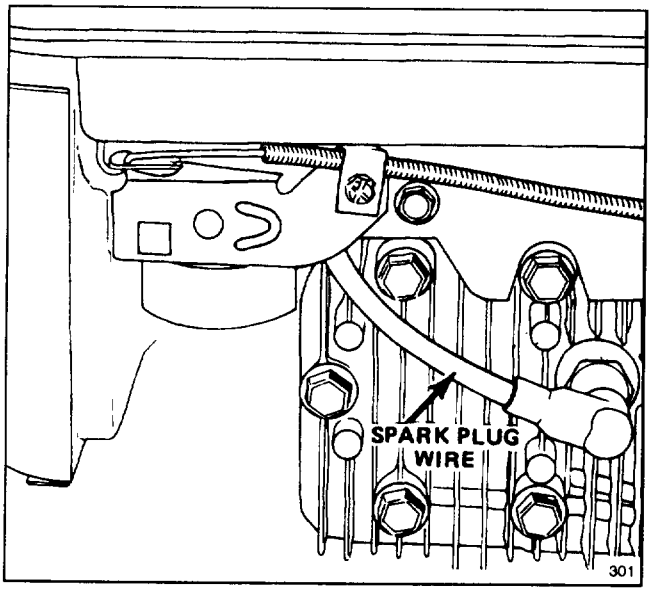

Figure 11
2. Push spark plug wire onto spark plug (Fig. 11).
1. Stop the engine and pull the wire off the spark plug (Fig. 11).
1. Stop engine and pull wire off spark plug (Fig. 11).
3. Set air gap at 0.030" (0.76 mm) (Fig. 11). Install correctly gapped spark plug and gasket seal. Tighten plug firmly to 15 ft–lb (20 N·m).